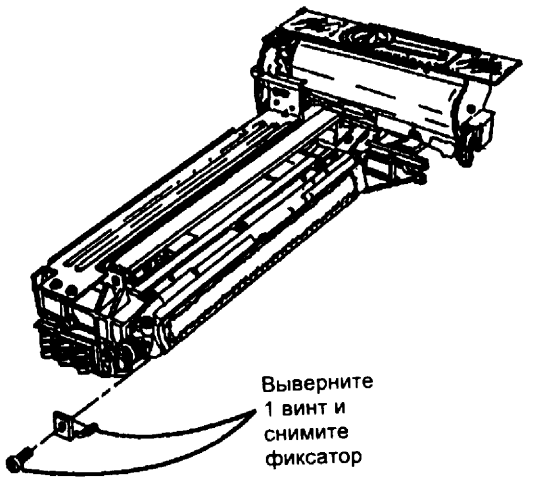

Рис. 1 Снятие фиксатора улавливающего козырька
4. (Рис. 1) Снимите фиксатор улавливающего козырька.